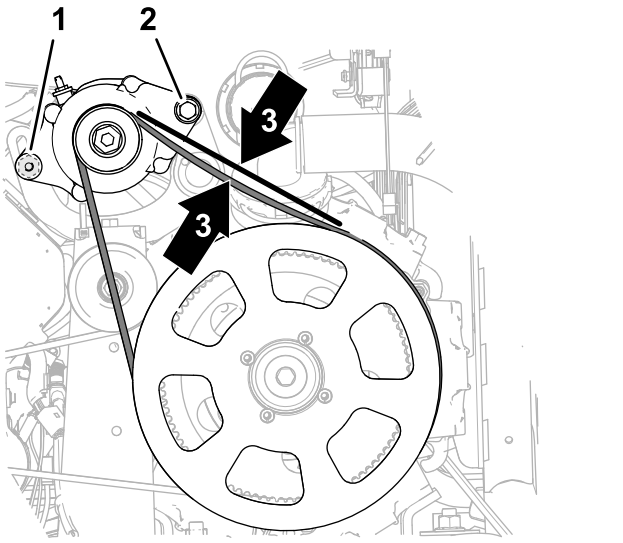

Rysunek 186
4. Przekręć alternator (Rysunek 186) w górę, aby zwiększyć naprężenie paska do momentu, gdy przyłożenie siły 4,5 kg w połowie odległości między kołem pasowym alternatora a napędowym kołem pasowym 279 mm spowoduje ugięcie paska o 9,5 milimetra.